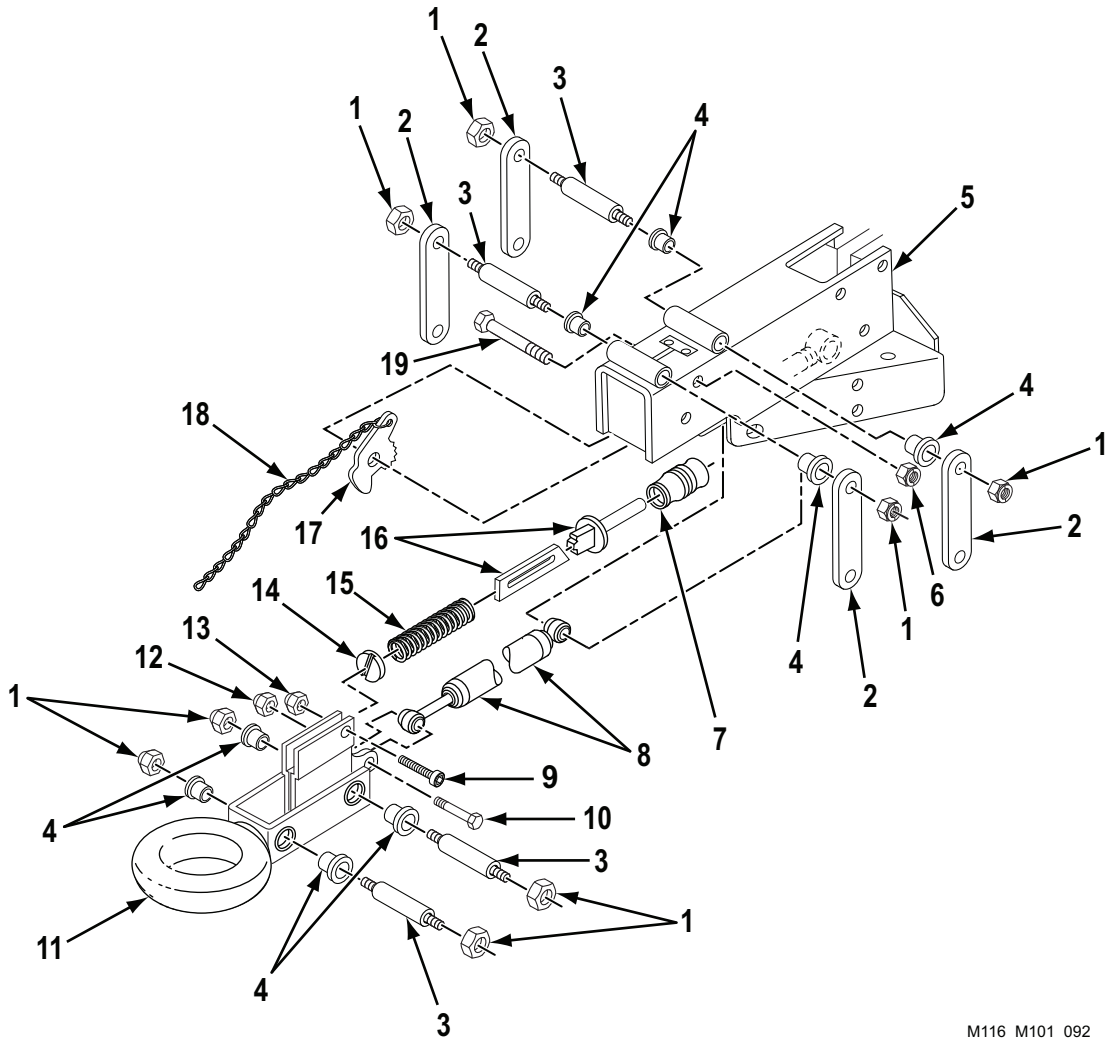

Figure 5. Channel and Drawbar Coupler Disassembly.
3. Remove eight self-locking nuts (Figure 5, Item 1), four links (Figure 5, Item 2) and shafts (Figure 5, Item 3), eight bearings (Figure 5, Item 4), and drawbar coupler (Figure 5, Item 11) from channel (Figure 5, Item 5). Discard self-locking nuts (Figure 5, Item 1).
4. Remove self-locking nut (Figure 5, Item 12), cap screw (Figure 5, Item 10), and shock absorber (Figure 5, Item 8) from drawbar coupler (Figure 5, Item 11). Discard self-locking nut (Figure 5, Item 12).
5. Remove self-locking nut (Figure 5, Item 13) and socket head screw (Figure 5, Item 9) from drawbar coupler (Figure 5, Item 11) and pushrod (Figure 5, Item 16). Remove washer (Figure 5, Item 14), spring (Figure 5, Item 15), pushrod (Figure 5, Item 16), and boot (Figure 5, Item 7) from drawbar coupler (Figure 5, Item 11). Discard self-locking nut (Figure 5, Item 13).
6. Remove self-locking nut (Figure 5, Item 6), cap screw (Figure 5, Item 19), and breakaway lever (Figure 5, Item 17), with chain (Figure 5, Item 18) from channel (Figure 5, Item 5). Discard self-locking nut (Figure 5, Item 6).
7. If damaged, remove chain (Figure 5, Item 18) from breakaway lever (Figure 5, Item 17).